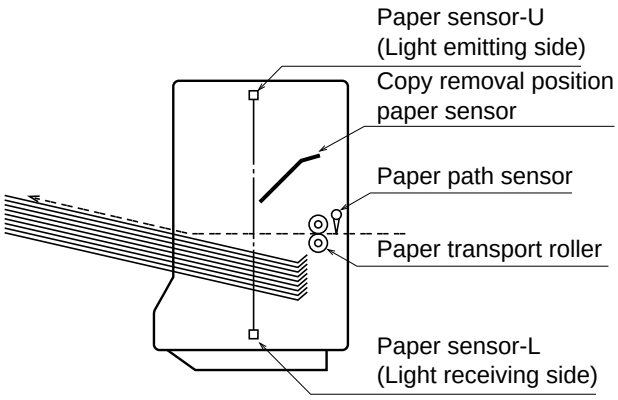

Fig. 3-1
(1) When the sorter receives a paper exit signal (EXIT) from the copier, the paper transport motor starts rotating. The sheet exited from the copier is transported and exited by the paper transport roller into the top bin. (Fig. 3-1)